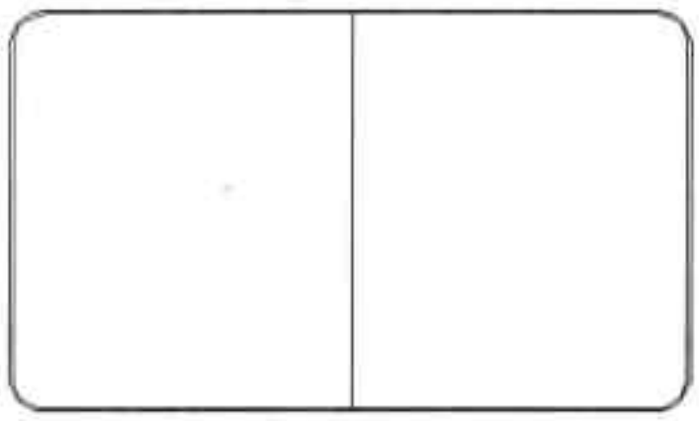

图6-76 绘制垂直辅助线
Step03 执行“直线”命令，捕捉长方形上下两条边线的中点，绘制垂直辅助线，如图 6-76 所示。